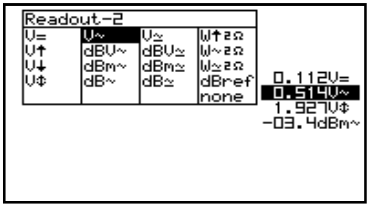

Fig 22
4. Press the cursorkeys to highlight the desired readout function for meter 2 readout. **(Fig. 22)**
4. Druk op de pijltoetsen voor het kiezen van de uitlezingfunctie van meter 2. **(fig. 22)**
4. A l'aide des touches curseur choisissez la fonction désirée pour l'appareil numéro 2. **(fig. 22)**